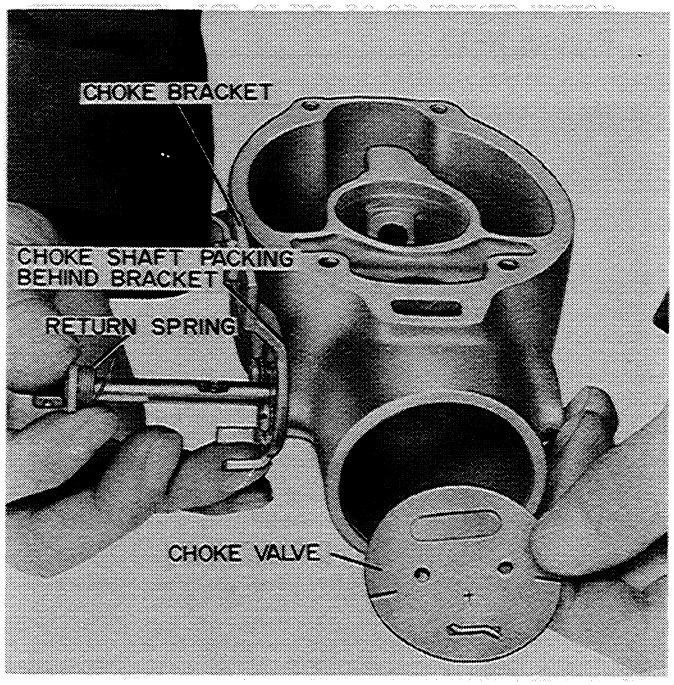

Figure N-21
13. Next remove the choke valve screws and the choke valve. The choke shaft can then be removed by sliding it out of the fuel bowl casting, Figure N-21.